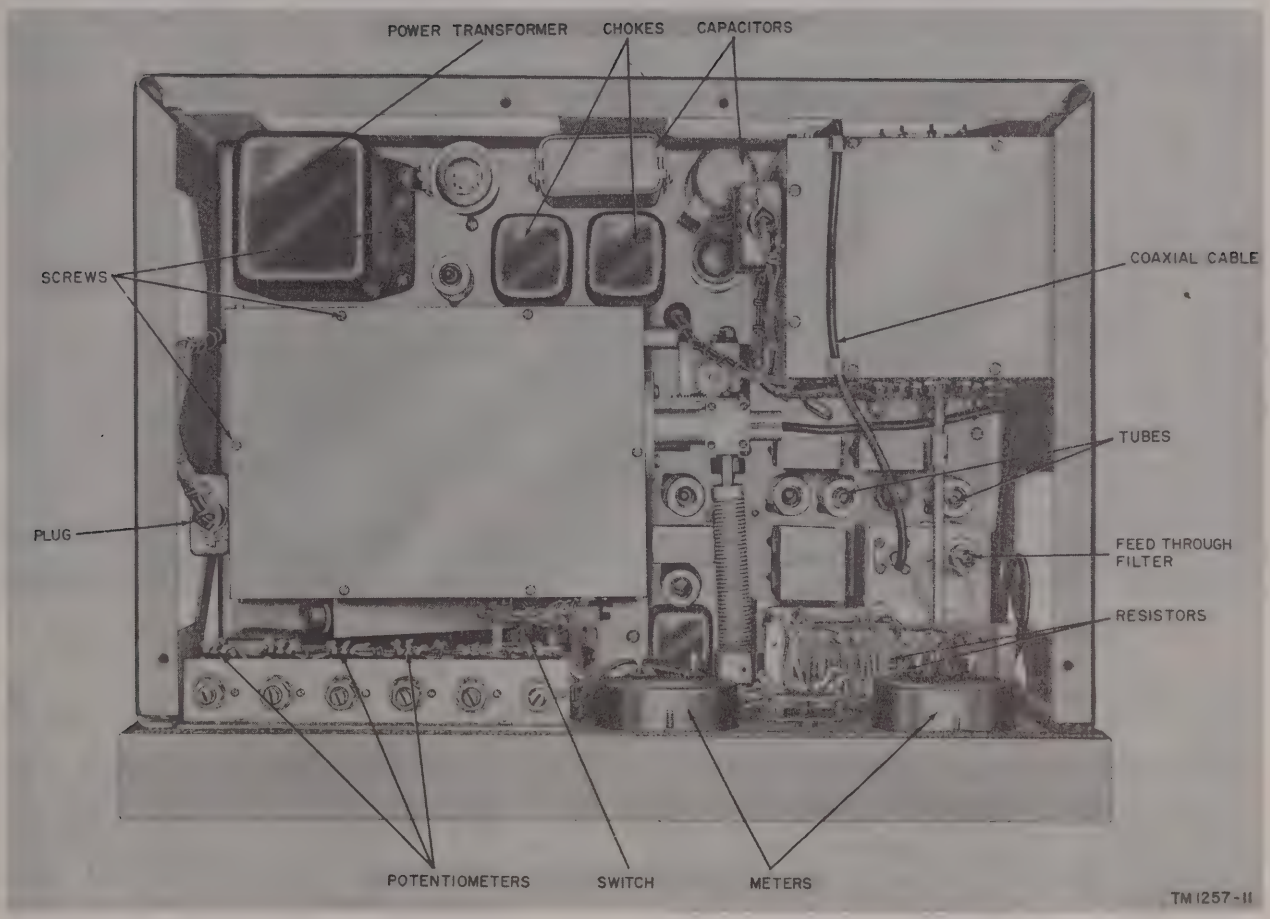

Figure 13. Signal Generator SG–12/U, top view, showing typical preventive maintenance items.
(2) Inspect fixed capacitors for leaks, bulges, and discoloration. Check the capacitor terminals for corrosion, dirt, and loose contacts. See figures 13, 14, 33, 35, 36, 37, and 40 for capacitor locations.
(5) Clean and tighten switches, terminal blocks, and interior mountings of chassis not readily accessible.
(6) Lubricate the equipment in accordance with instructions in Section II, this chapter.
(7) Clean and tighten connections and mountings for transformers, chokes, and potentiometers. Inspect the units for signs of overheating. Refer to figures 13, 14, 32, 33, 34, and 35 for component locations.
(8) Check gears for loose setscrews and damaged teeth. Check the r-f and i-f turret contacts for cleanliness and proper making.
(9) Check the moisture and fungiproofing varnish for chipping, cracking, or blistering (par. 39).